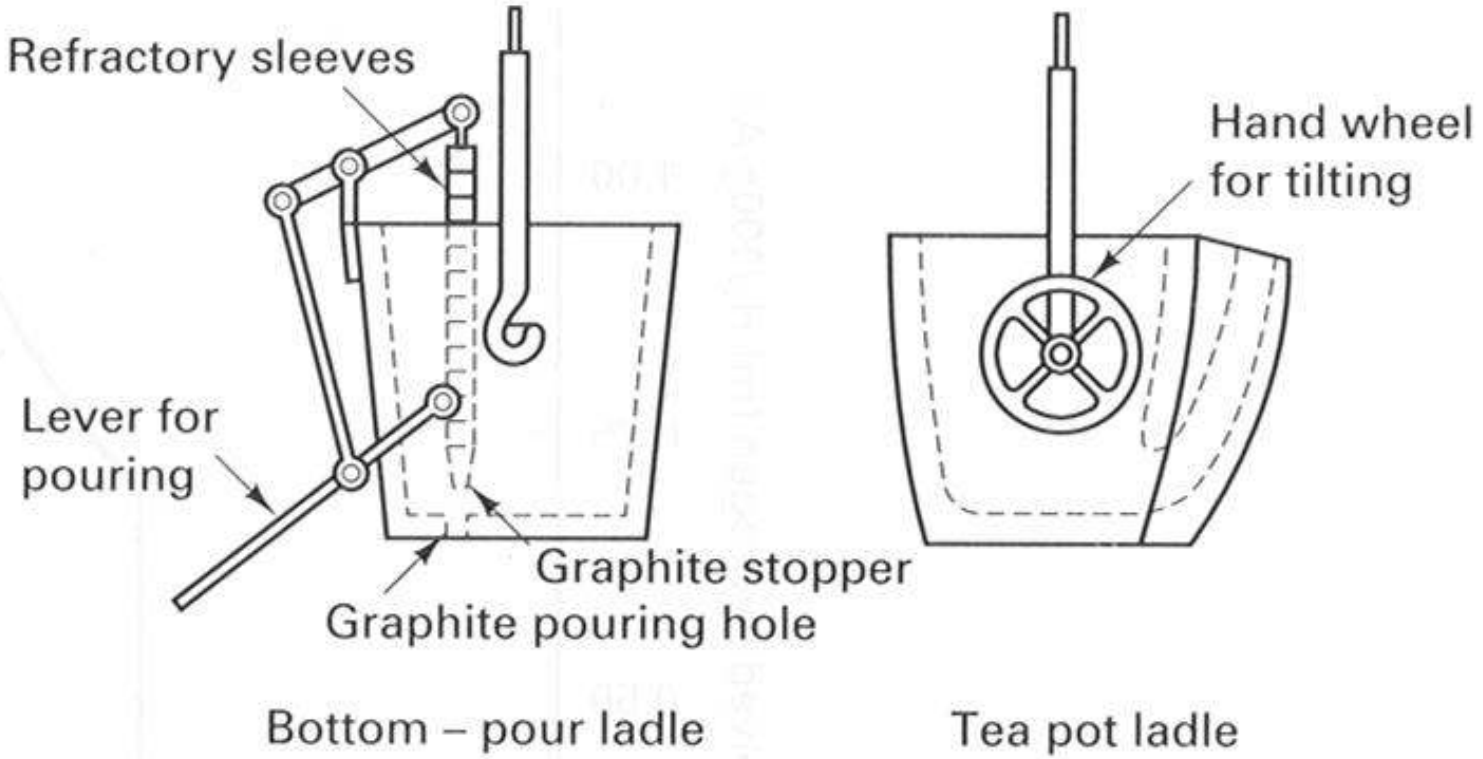

FIGURE 13.7 Two types of ladles used in the pouring of castings. Note how each avoids pouring the impure material from the top of the molten pool.
- Let oxides float on surface; take liquid metal from below so that the oxide stays back and does not go into the casting. (figure 13.7)